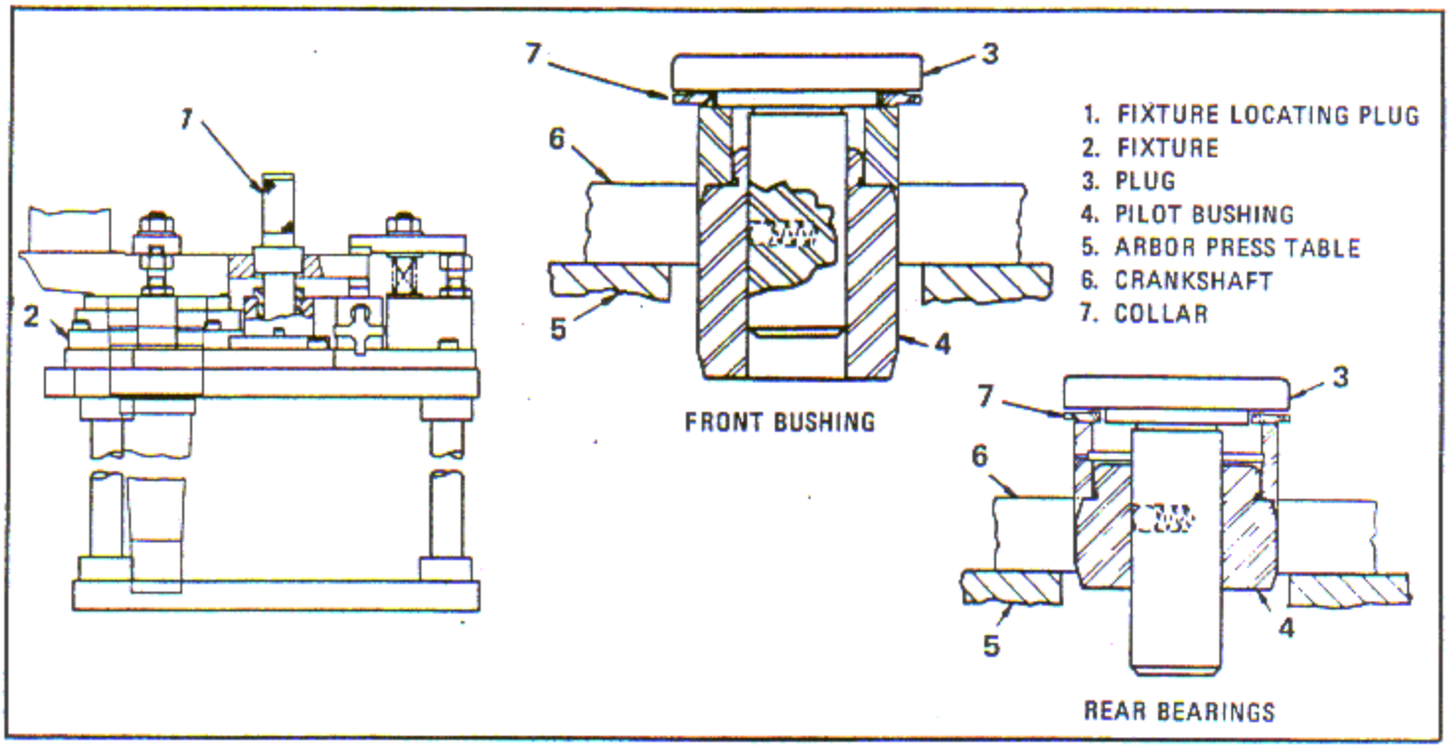

Figure 6-103. Front Crankcase Counterweight Bushings and Rear Crankcase Counterweight Bearings
a. Mount fixture (2, figure 6-103) on the table of a suitable grinder. Indicate the 2-1/8 inch diameter ground bore in the center of the fixture to run true within 0.0005 inch full indicator reading. Clamp the fixture securely.
b. Install front crankshaft in the fixture (2) and align the bushing hole with locating plug (1) in the fixture pilot bushing (4).
a. Chill bushings to approximately -57°C (-70°F) before installing. Press bushings in, as shown, using collar (7, figure 6-103), (use proper side of collar to press in bushing 0.003 inch below flush), plug (3), and pilot bushing (4), until the collar is tight against the crankshaft.
b. Press in bearings using collar (7, figure 6-103), (use proper side of collar to press in bearings 0.003 inch below flush), plug (3), and pilot bushing (4), until the collar is tight against the crankshaft.